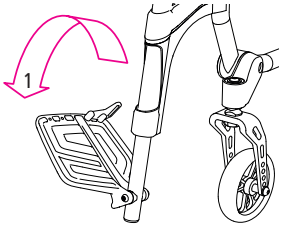
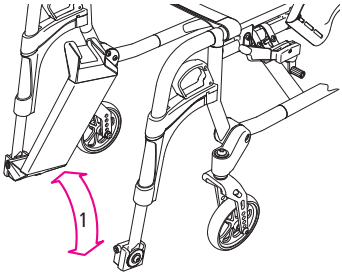

fig. 7
fig. 8
1. I poggiapiedi (1, fig. 7) o la pedana opzionale (1, fig. 8) si portano nella posizione corretta effettuando una rotazione verso l'alto o il basso.
2. In funzione del lato di montaggio, la pedana si può ruotare verso destra o sinistra, verso l'alto o il basso (1, fig. 8).